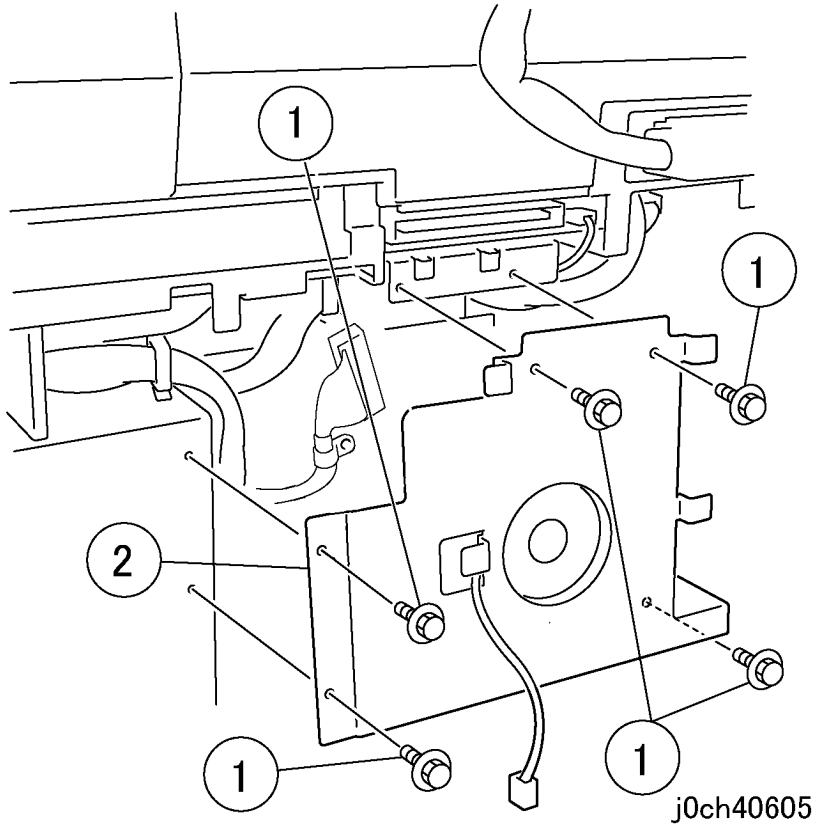

Рисунок 2 Снятие кронштейна ADC (j0ch40605)
3. Снимите кронштейн ADC (рисунок 2).